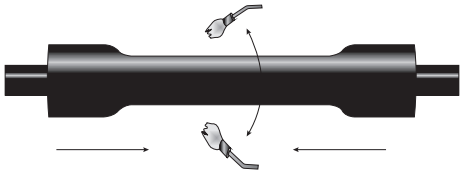

Рисунок 9
4.25 Усадить трубу, начиная от центра соединения, в направлении наружного покрова кабелей попеременно (рисунок 9).